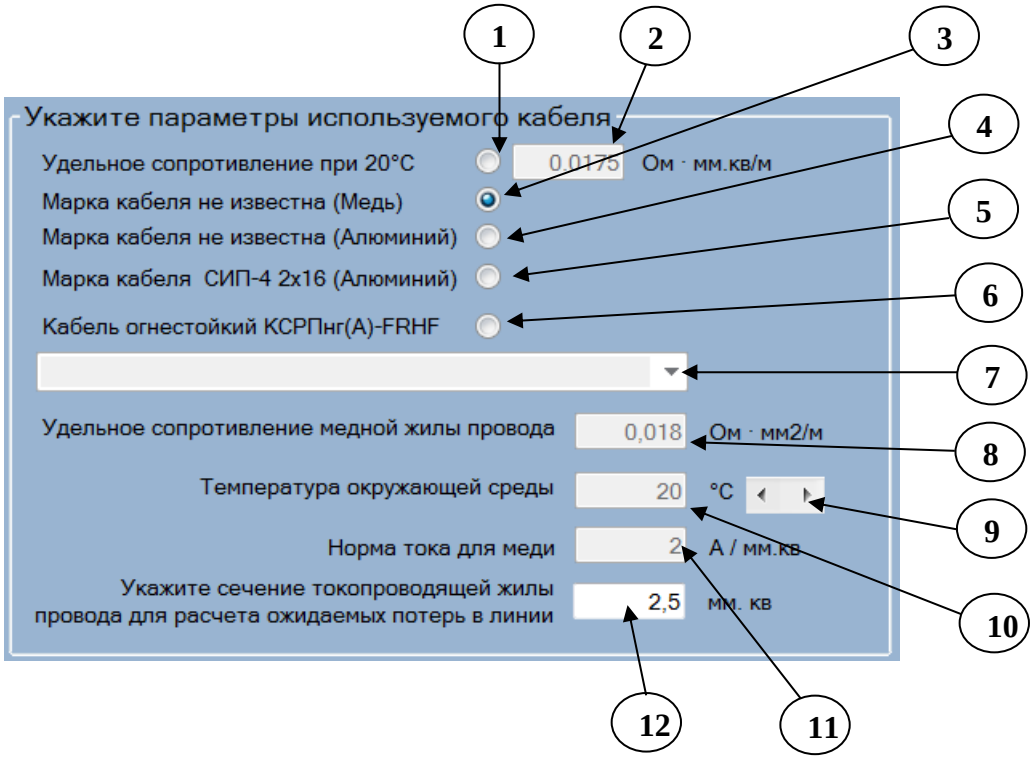
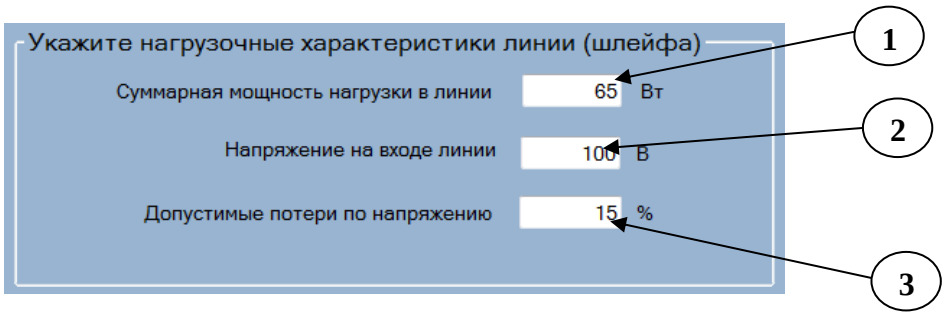

Рис.2. Блок “Параметры используемого кабеля ”.
Рис.3. Блок “ Нагрузочные характеристики линии (шлейфа)”.
Блок “Параметры используемого кабеля” изображен на рис.2 и включает следующие компоненты:
12) Окно для ввода (указания) сечения (мм^2) токопроводящей жилы провода, необходимое для расчета ожидаемых потерь по напряжению (по мощности). По умолчанию указано значение 2,5 мм^2. Внимание. При выборе провода из списка, рис.3, в данное окно соответствующее значение вносится автоматически, см. рис.2.
Блок “Нагрузочные характеристики линии (шлейфа)” изображен на рис.3 и включает следующие компоненты:
1) Выберите марку кабеля из списка (7), рис.2.
2) При необходимости скорректируйте температуру окружающей среды (9), рис.2.
3) Укажите сечение токопроводящей жилы провода (12), рис.2.
4) Укажите суммарную мощность нагрузки в рассчитываемой линии (шлейфе) (1), рис.3.
5) При необходимости скорректируйте напряжение на входе линии (2), рис.3.